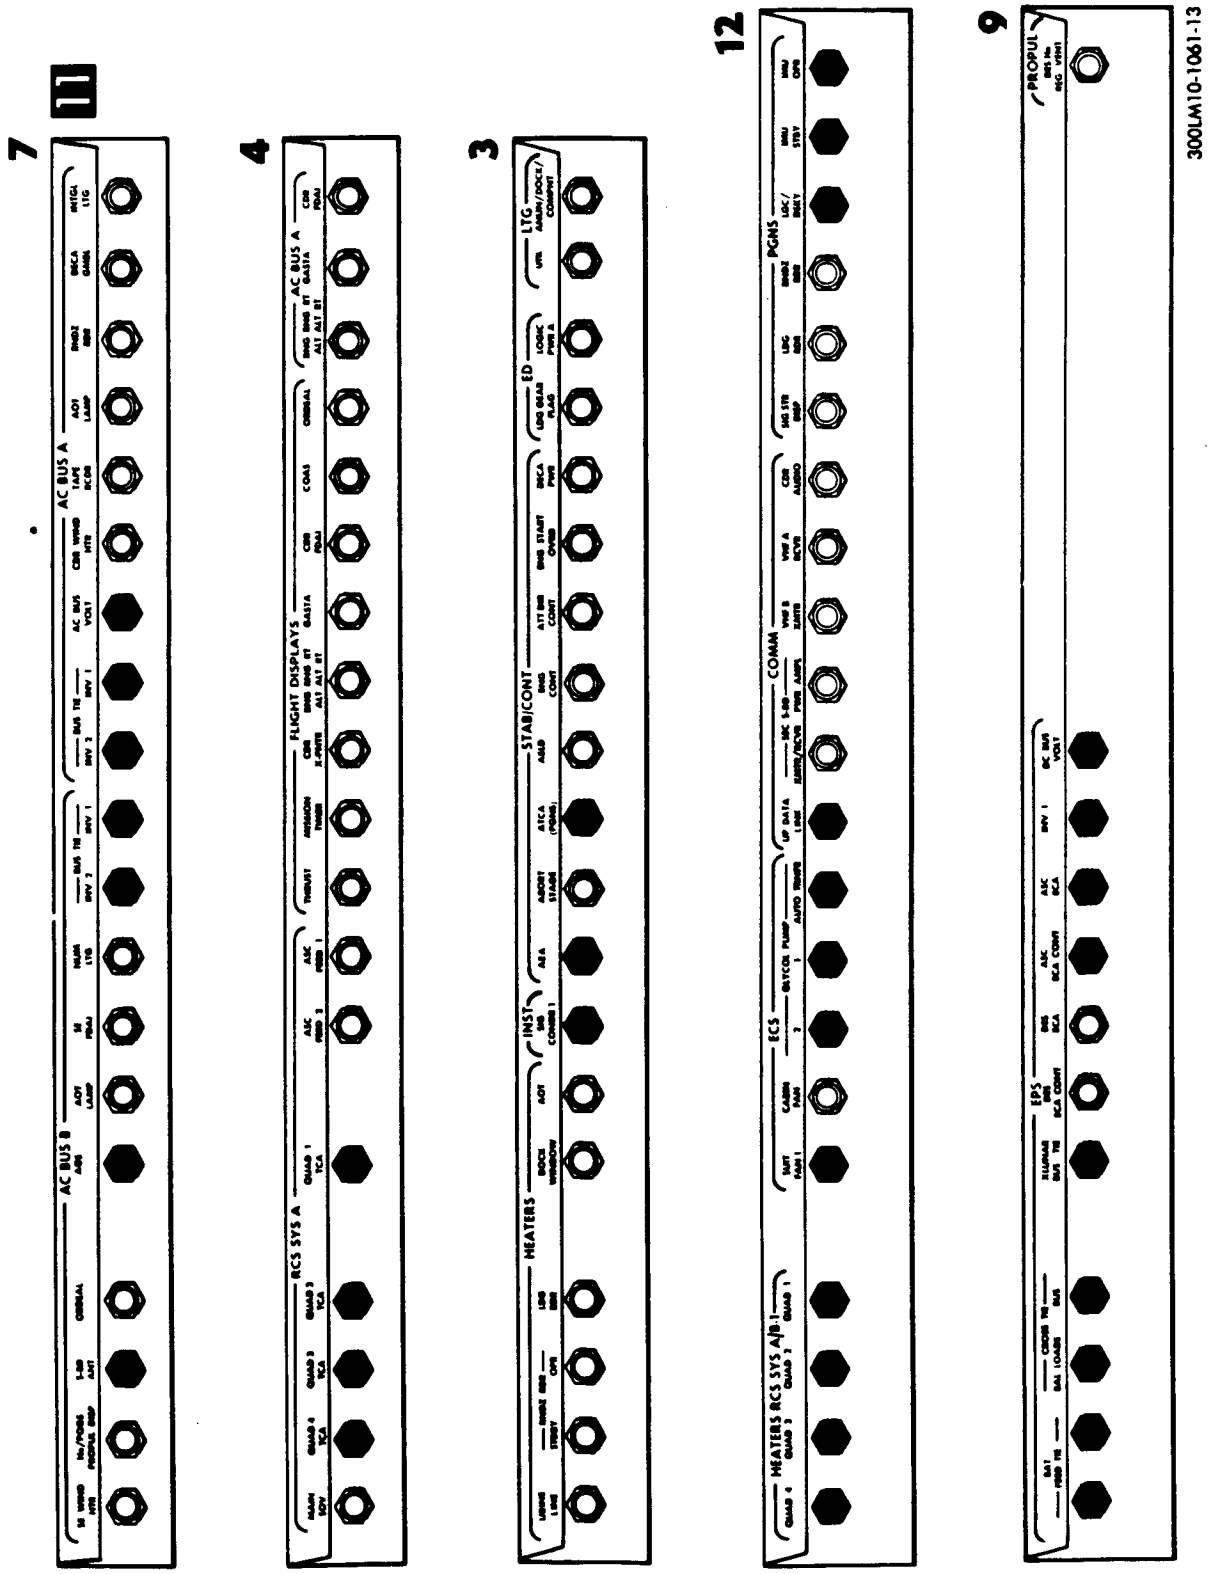

Figure 4-22. RCS Burn for Lunar Impact (Panel 11)
CB ECS: SUIT FAN 1 - close GLYCOL PUMP 2 - close GLYCOL PUMP 1 - close GLYCOL PUMP AUTO TRNFR - close CB COMM: UP DATA LINK - close CB PGNS: LGC/DSKY - close IMU STBY - close IMU OPR - close CB EPS: BAT FEED TIE (2) - close CROSS TIE BAL LOADS - close CROSS TIE BUS - close ASC ECA CONT - close XLUNAR BUS TIE - close ASC ECA - close INV 1 - close DC BUS VOLT - close Verify cb status per RCS Burn for Lunar Impact	See fig 4-22.